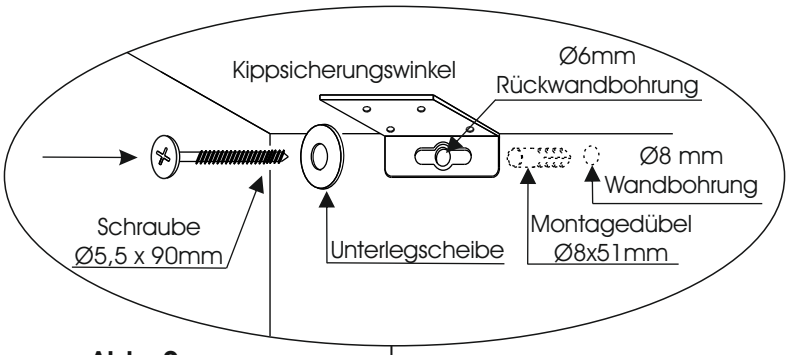

Abb. 2
4. Befestigen Sie den Korpus, wie in Abbildung 2 dargestellt, mit der Zimmerwand. Hierzu verwenden Sie die Ø5,5 x 90mm Schraube, die Unterlegscheibe sowie den Ø8mm Montagedübel.